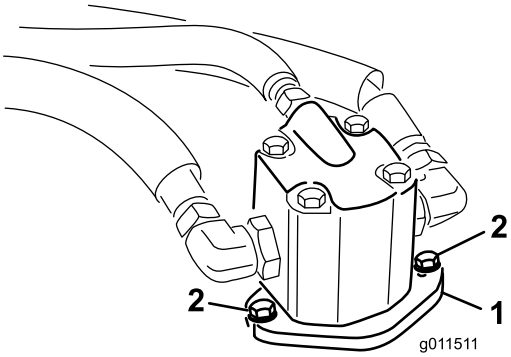

Figur 70
4. Fjern boltene, som fastholder hydraulikmotoren på plæneklipperskjoldet (Figur 70).